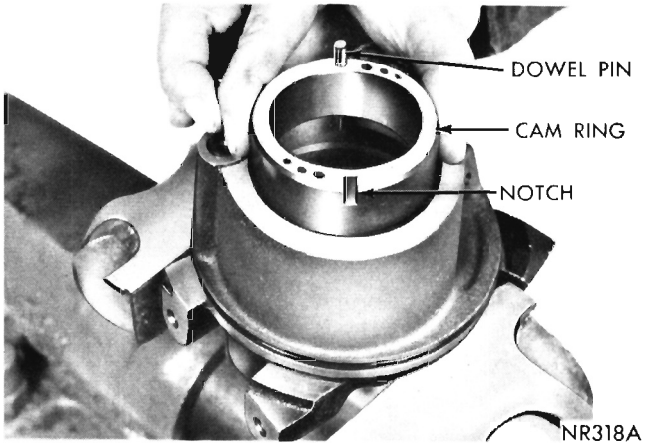

Fig. 28—Installing Cam Ring
(7) Place dowel pin in cam ring and position cam ring inside pump bore. Notch on cam ring must be up or away from pulley end of pump (Fig. 28). If cam ring has two notches, one machined and one cast, install with machined notch up. Machined notch has sharp corners and cast notch rounded corners.